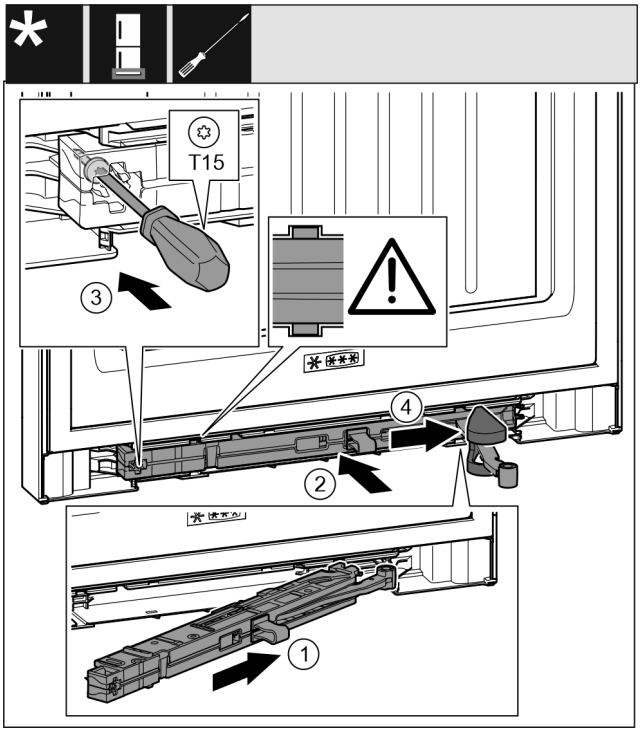

Fig. 68
▶ Schließdämpfereinheit *Fig. 68 (1)* auf der Lagerbockseite bis zum Anschlag schräg in die Aussparung einschieben.
▶ Schließdämpfereinheit *Fig. 68 (2)* vollständig in Aussparung schieben.
▶ Schraube *Fig. 68 (3)* mit einem Schraubendreher festschrauben.
▶ Abdeckung *Fig. 68 (4)* über Gelenk schieben.